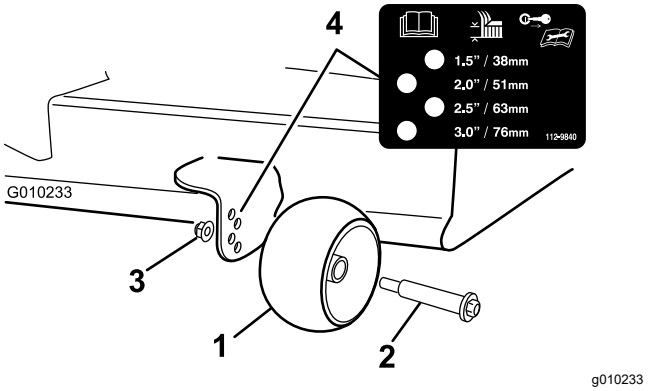

Figuur 29
3. Stel de antiscalpeerrollen (Figuur 29) in zodat deze zo goed mogelijk overeenkomen met de ingestelde maaihoogte.